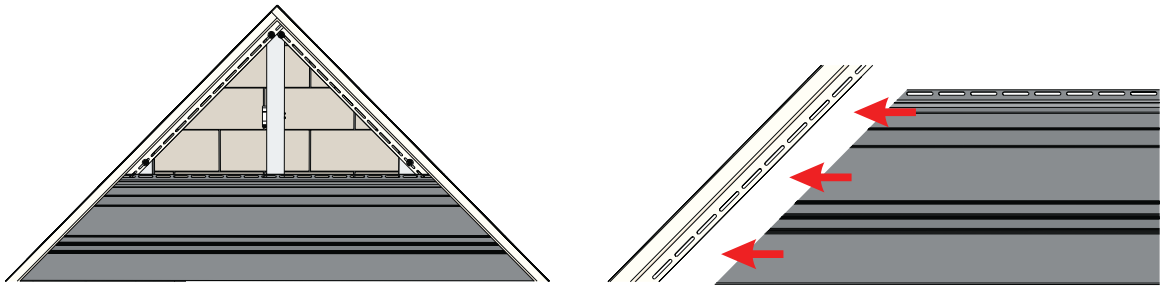

*Рисунок 80*
**17.4** Под фронтонным свесом монтируется J-профиль. Сайдинг подрезается под нужным углом, вставляется в J-профиль и монтируется с соблюдением общих правил монтажа. (рис. 80).